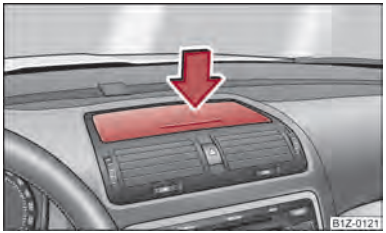

Fig. 78 Dash panel: Storage compartment
– Press in the middle of the storage compartment ⇒ fig. 78 - the lid folds open